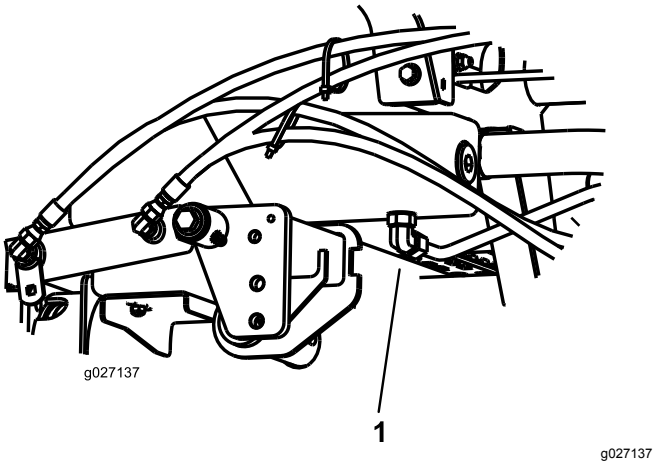

Figur 72
3. Plasser et stort tappefat under nippelen som er festet til bunnen av den hydrauliske væskebeholderen (Figur 72).